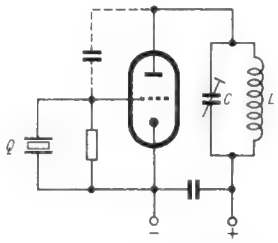
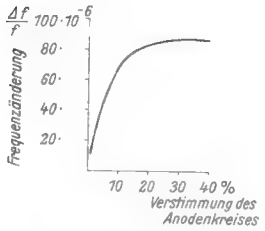

Bild 5. Die Pierce-Schaltung (Huth-Kühn-Schaltung)
Bild 7. Frequenzverstimmung eines Pierce-Oszillators bei Änderung der Abstimmung des Anodenkreises
1. Pierce-Schaltung (Huth-Kühn-Schaltung Bild 5.
Verlauf des Anodenstromes mit der Abstimmung des Anodenkreises Bild 6. Auf flach ansteigenden Ast einstellen, damit die Schwingung bei Schwankungen der Betriebsspannung nicht abreißt. Typischer Verlauf der Frequenz bei Verstimmung des Anodenkreises Bild 7. Um diese Frequenzverwerfung zu vermeiden, wird der Anodenkreis durch eine Drossel ersetzt. Die erzielbare Hf-Ausgangsspannung ist dann geringer. Für die Gitterableitung ist in Bild 5 ein Widerstand gezeichnet, der gleichzeitig zur Gittervorspannungserzeugung dient. Dämpft er den Quarz zu sehr, so kann eine geeignet bemessene Drossel in Reihe geschaltet werden.